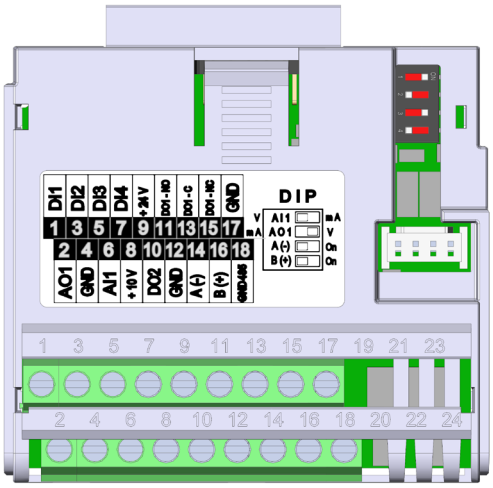

Figura 20.1: *Módulo Plug-in CFW500-IOS*
O módulo plug-in CFW500-IOS possui somente a interface Serial (1) através da porta RS-485 nos bornes 14 (A-) e 16 (B+), veja Figura 20.1 na página 20-1. Veja também, o GND485 no terminal 18 está isolado do GND nos terminais 17 e 4.